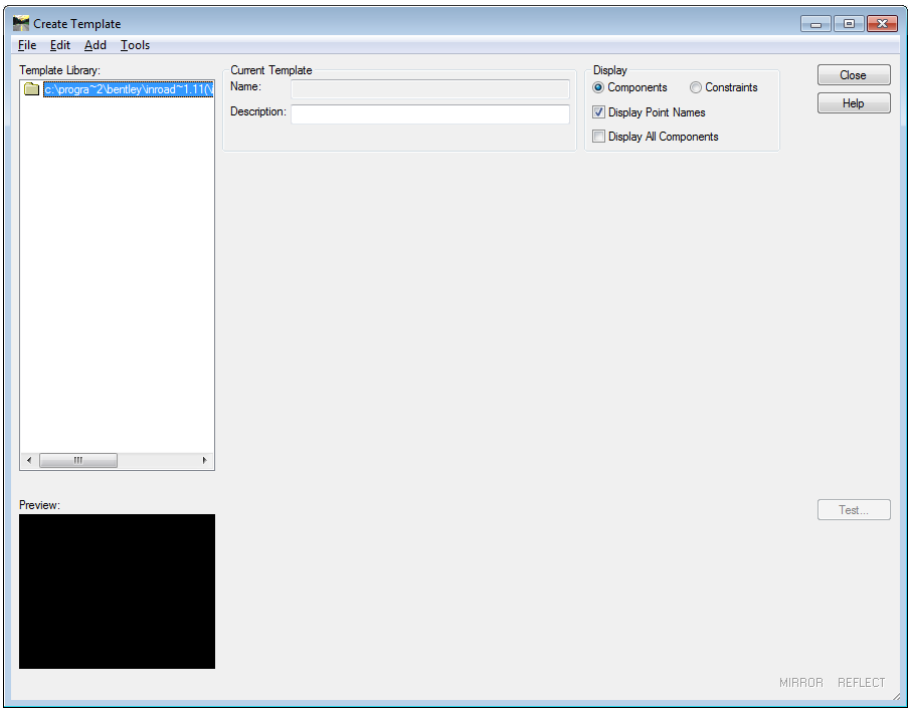

Figure L7-1 Create Template Window
8.	**Open the Create Template Window** • In InRoads, select **Modeler ► Create Template.** The **Create Template** Window opens as shown in *Figure L7-1*. *The Create Template Window opens.*